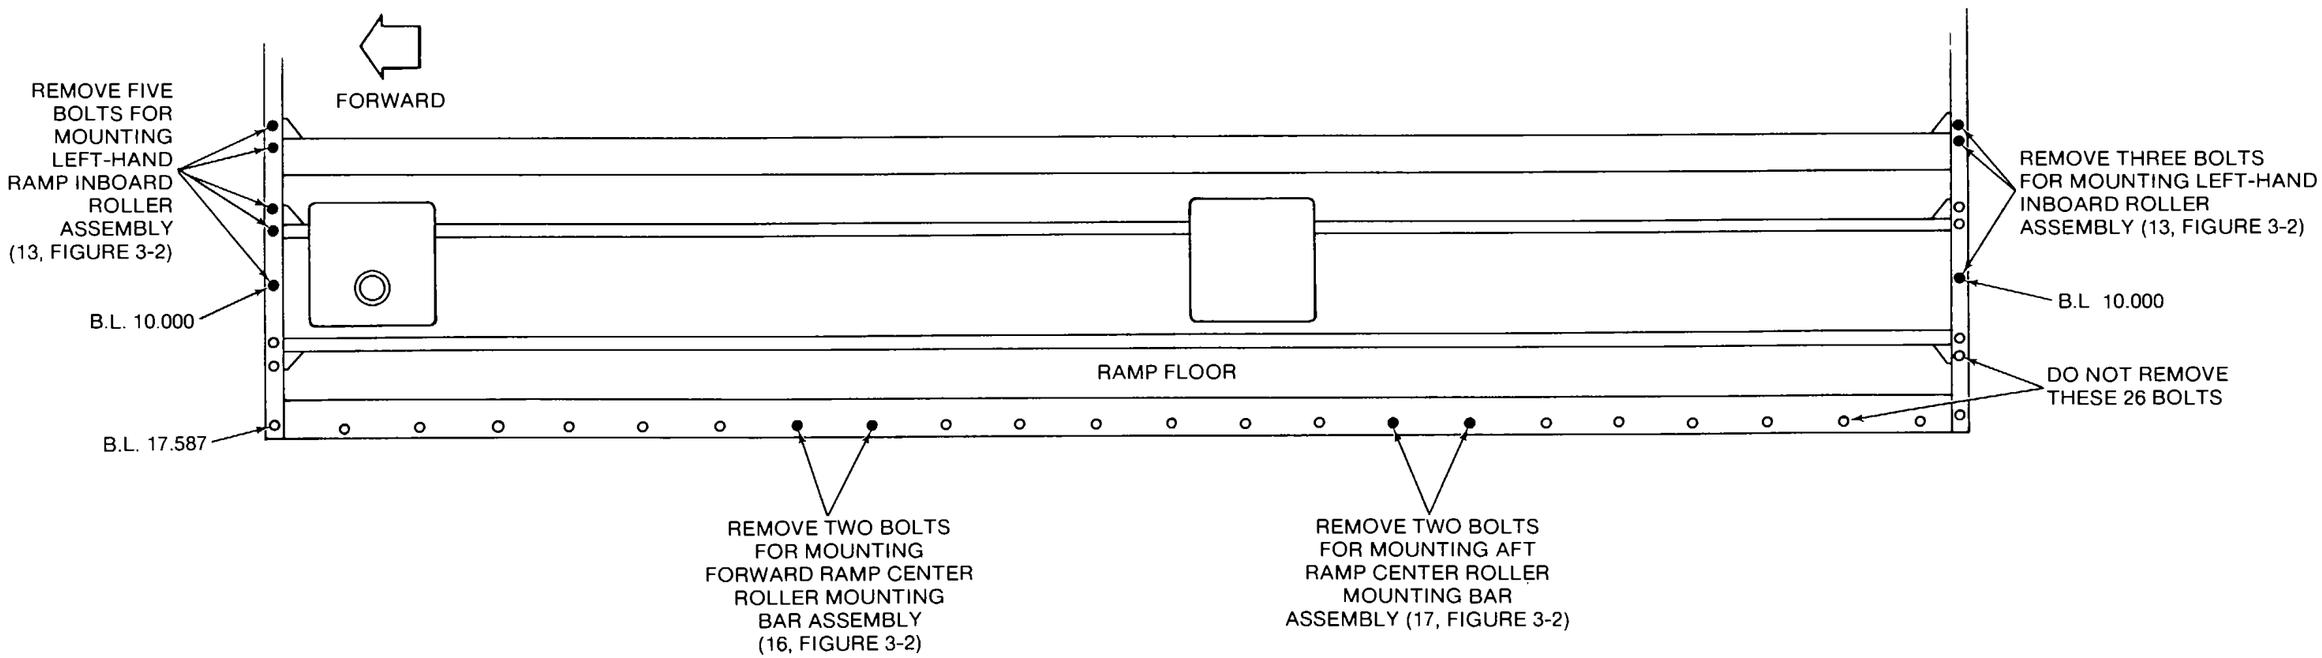

**Figure 2-15. Left and Right-Hand Ramp Inboard Roller Assembly and Forward and Aft Center Roller Mounting Bar Bolt Removal Locations**
(4) Refer to Figure 2-15. Remove 12 bolts shown from the left center area of the helicopter ramp floor. These locations will be used to secure left-hand inboard ramp roller assembly (13, Figure 3-2) and one end of forward ramp center roller mounting bar assembly (16) and aft ramp center roller mounting bar assembly (17). Place the removed bolts in storage.
(5) Refer to Figure 2-15. Remove the symmetrically opposite 12 bolts located in the right center area of the helicopter ramp floor. These locations will be used to secure right-hand inboard ramp roller assembly (14, Figure 3-2) and one end of forward ramp center roller mounting bar assembly (16) and aft ramp center roller mounting bar assembly (17). Place the removed bolts in storage.
REFER TO FIGURE 2-15 FOR LOCATIONS OF BOLTS REMOVED ON AND NEAR THESE BOLT LINES.